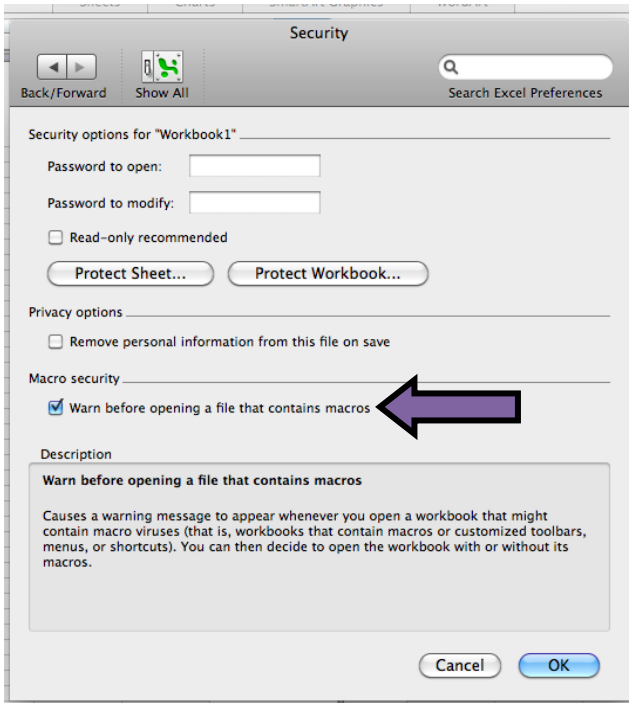

Figure 42: Enable macros only after being notified
3. Once you click “Security”, the following screen will pop up as seen in Figure 42. Make sure the option under “Macro Security” that states “Warn before opening a file that contains macros” is checked.